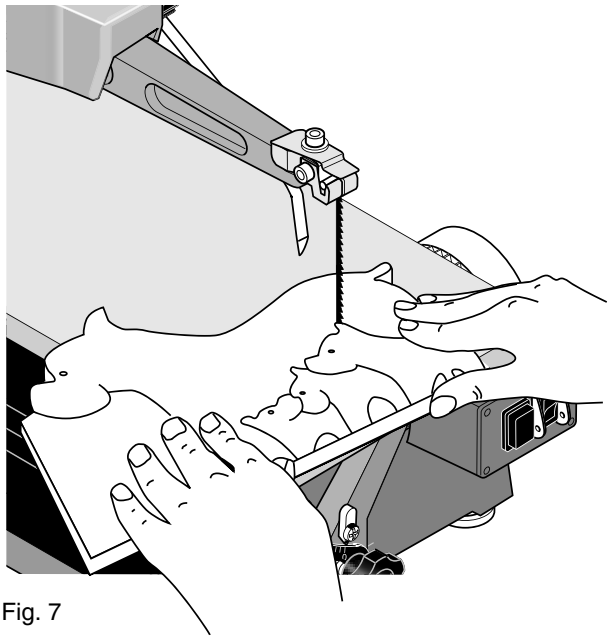

Fig. 7
Cięcie (Rys. 7)
7.2. Sägen (Fig. 7) 11